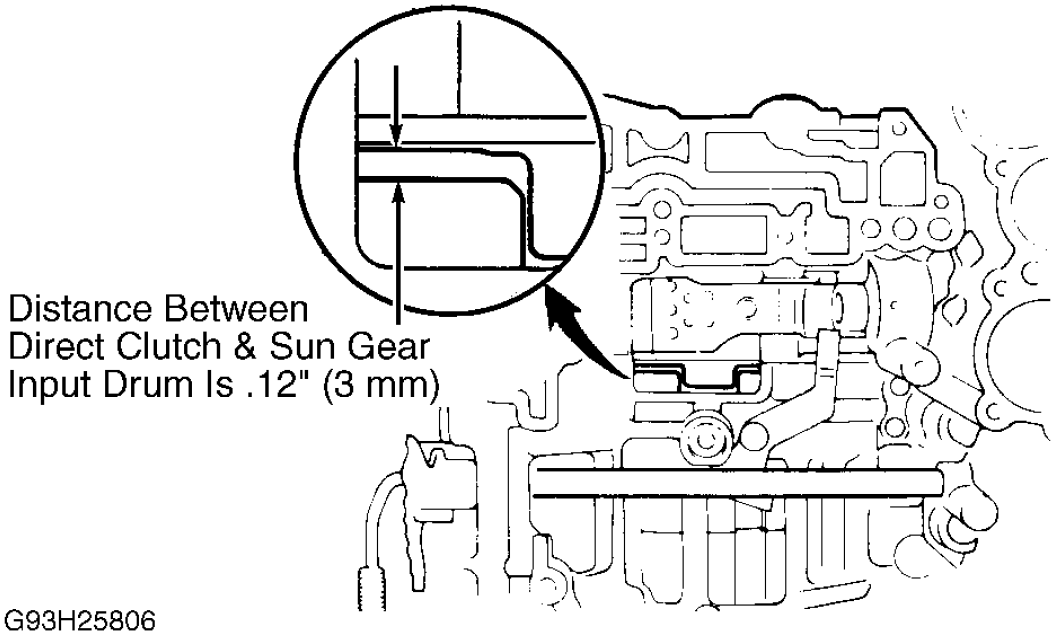

Fig. 70: Checking Direct Clutch & Sun Gear Drum Clearance
14. Mesh hub of forward clutch with flukes of direct clutch discs. Ensure bearing and thrust washer do not move out of place. Install direct and forward clutch into case. Hold direct clutch toward forward clutch to prevent thrust washer from moving out of place. Check distance between direct clutch drum and sun gear input drum. See **Fig. 70** . Distance should be .12" (3 mm).